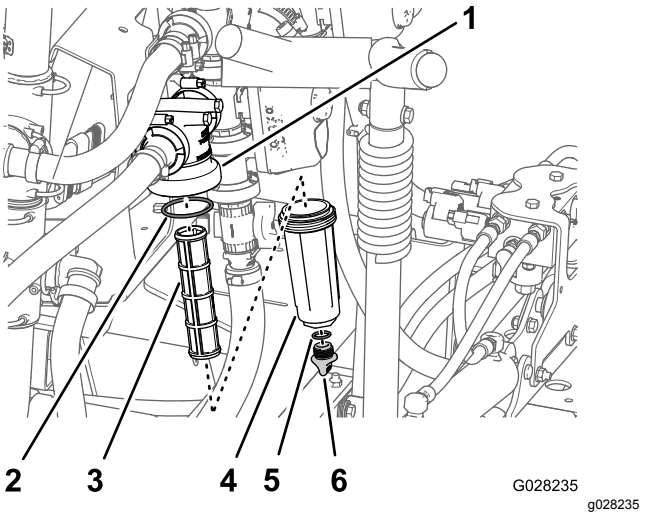

Figur 94
2. Plasser et tappefat under trykkfilteret (Figur 94).
3. Drei tappepluggen mot klokken, og ta fjern den fra bollen i trykkfilteret (Figur 94).
4. Drei bollen mot klokken og fjern den fra filterhodet (Figur 94).
5. Fjern det gamle trykkfilterelementet (Figur 94).
6. Kontroller om det er skader eller slitasje på O-ringen til tappepluggen (den er inne i bollen) og O-ringen for bollen (inne i filterhodet) (Figur 94).
7. Monter det nye trykkfilterelementet inn i filterhodet (Figur 94).
8. Monter bollen på filterhodet, og stram bollen til for hånd (Figur 94).
9. Sett inn tappepluggen i bollen, og stram pluggen til for hånd (Figur 94).